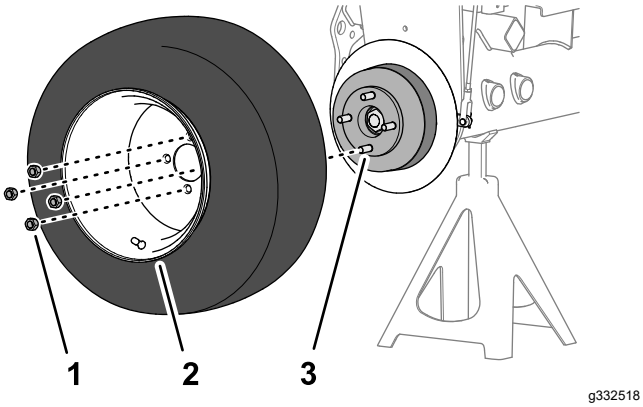

**Figur 60**
1. Ta bort de fyra hjulmuttrarna som fäster framhjulet till navet och ta bort hjulet (Figur 60).